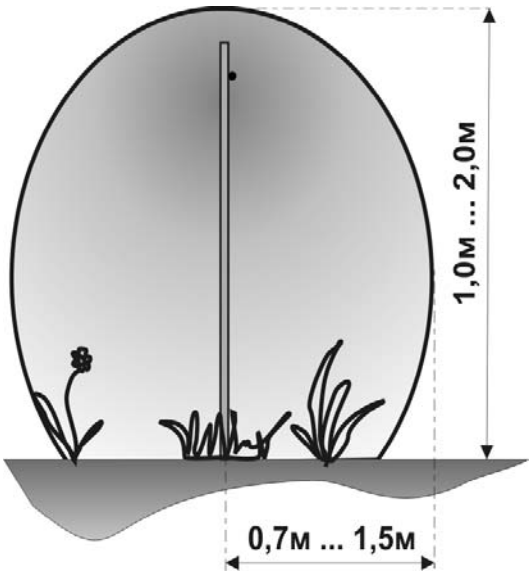

Рис. 4.1
4.3 При монтаже на открытой местности (см. рис. 4.1), когда ЗО формируется вдоль поверхности земли, ВП располагается на высоте не более 1,8 м от поверхности земли, НП на 5…10 см вкапывается в землю, либо размещается непосредственно на поверхности земли, либо на необходимой с тактической точки зрения высоте. В качестве ВП должен быть использован медесодержащий провод, обладающий достаточной прочностью и стойкостью, например, типа П-274 (275, 276) или неизолированный биметаллический, например, БСМ-1. НП может быть типа П-274 (275, 276) или другой медесодержащий, обладающий достаточными прочностью, стойкостью и изоляционными свойствами. При размещении НП на диэлектрических консолях, при отсутствии непосредственного контакта с землей, заграждением и т. п., он также как и ВП может не